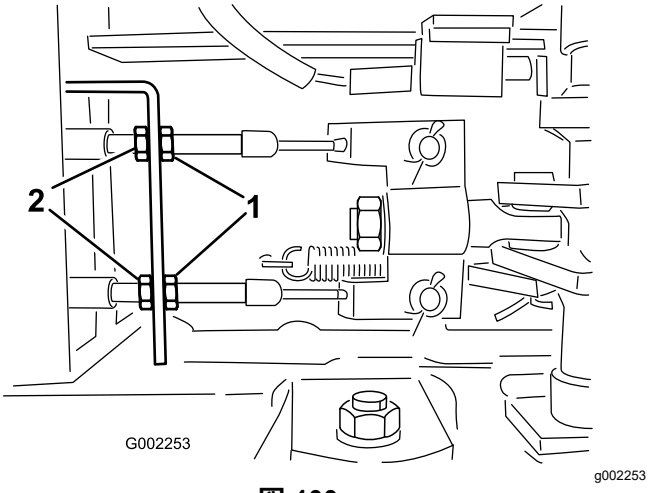

図 100
5. ブレーキケーブルの車両前端側にある前ジャムナットをゆるめる (図 100)。
6. 後ナットを均等に締めて、ブレーキペダルの遊びを10-20 mm に調整する図 100。